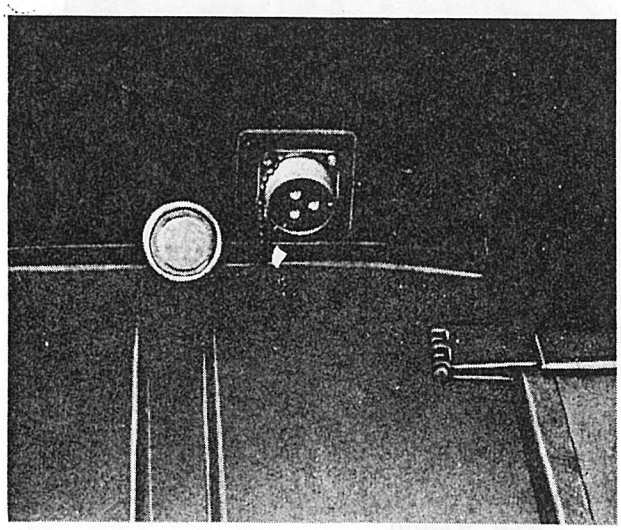

Afb. 2.2.3. Stekerdoos voor radiovoeding
f. Stekerdoos voor radiovoeding (afb. 2.2.3.)